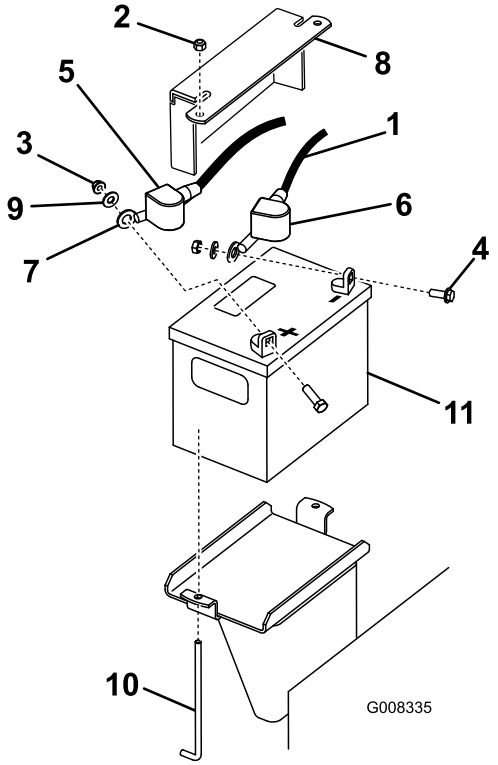

Figur 43
3. Lyft av gummikåpan från minuskabeln. Lossa batteriets minuskabel från batteriets minuspol (–) (Figur 43).
4. Skjut av den röda anslutningsskon från batteriets pluspol (röd). Lossa sedan batteriets pluskabel (röd) (Figur 43).
5. Ta bort batterilåsfästet, j-skruvarna och låsmuttrarna som fäster batteriet (Figur 43) och ta bort batteriet.
1. Sätt in batteriet i maskinen (Figur 43).
3. Montera först pluskabeln (röd) på batteriets pluspol (+) med en mutter, bricka och skruv (Figur 43). Trä gummikåpan över polen.
4. Anslut sedan batteriets minuskabel och jordkabel till batteriets minuspol (–) med en mutter, bricka och skruv (Figur 43). Trä gummikåpan över polen.